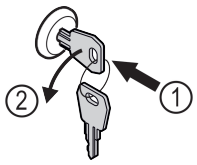

Fig. 176
▶ Introduceți cheia prin apăsare. *Fig. 176 (1)*
▶ Rotiți cheia cu 90° în sens invers acelor de ceasornic. *Fig. 176 (2)*